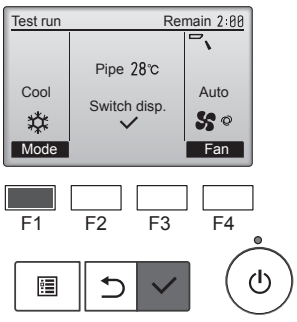

Fig. 7-3
(1) Premere il pulsante [F1] per cambiare il modo operativo. (Fig. 7-3)